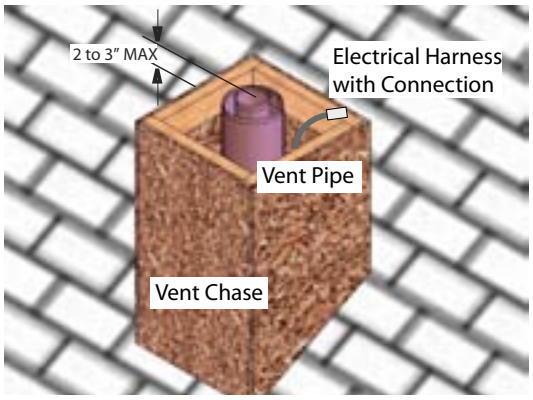

Figure 11a.
Step 2: Install the Vent pipe female end up 2" to 3" maximum from the top of the chase box. Install the electrical harness (EPVH-10-100) that will communicate with the Power Vent module, see ***Figure 11a.***